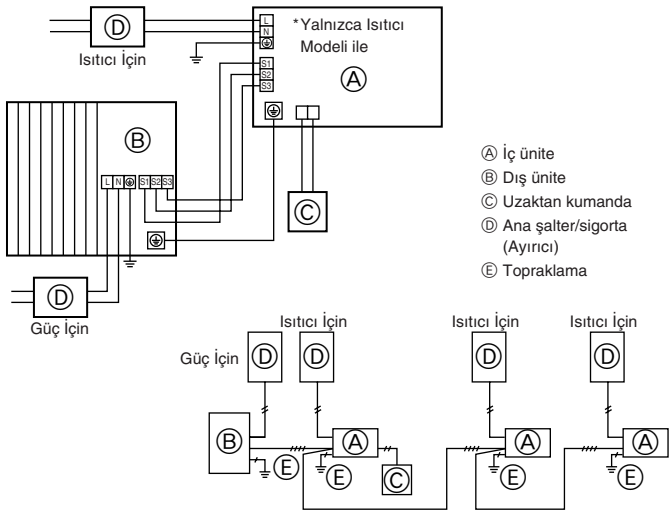

Fig. 6-1
6.1. Dış ünite (Fig. 6-1, Fig. 6-2)
① Servis panelini sökün.
② Şekil 6-1 ve Şekil 6-2'ye bakarak kabloları bağlayın.